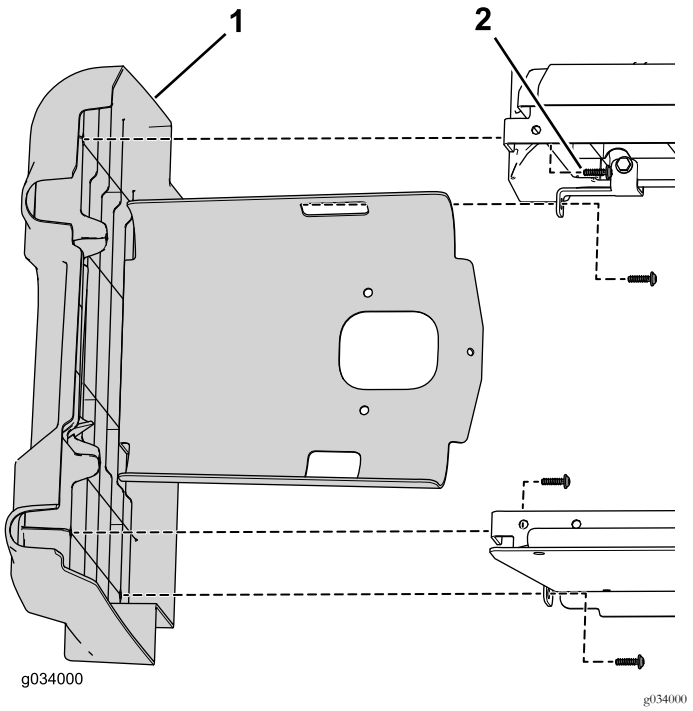

Bild 3
6. Entfernen Sie die vier Schrauben, mit denen die linke Platte am Sitzunterteil befestigt ist (Bild 3).